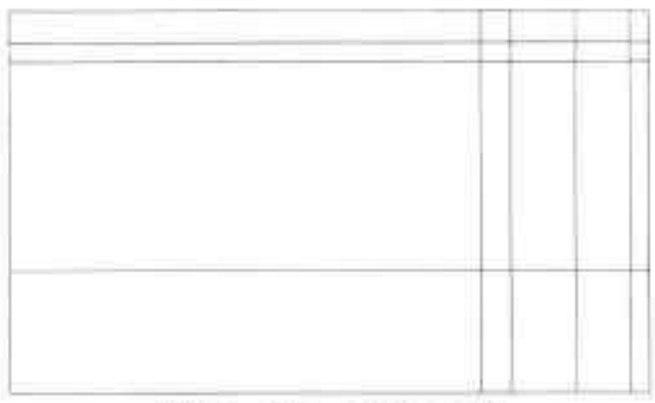

图19-85 偏移直线
Step 02 执行“偏移”命令，将轮廓线分别向下偏移 250mm、150mm 和 1670mm，再分别向左偏移 150mm、420mm、500mm 和 240mm，如图 19-85 所示。